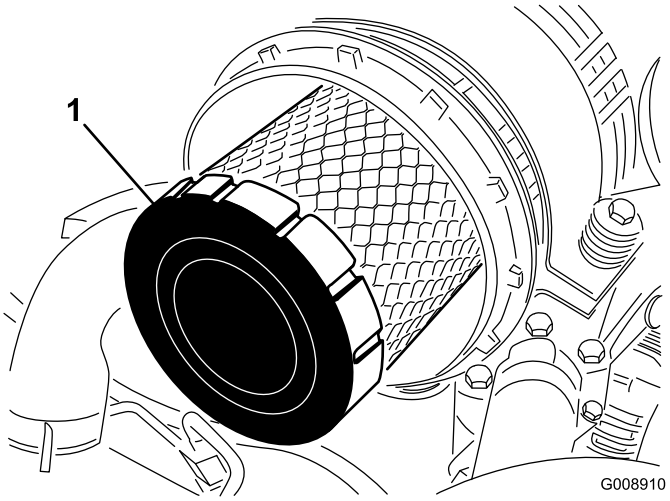

Figur 44
4. Afmonter og udskift primærfilteret (Figur 44).